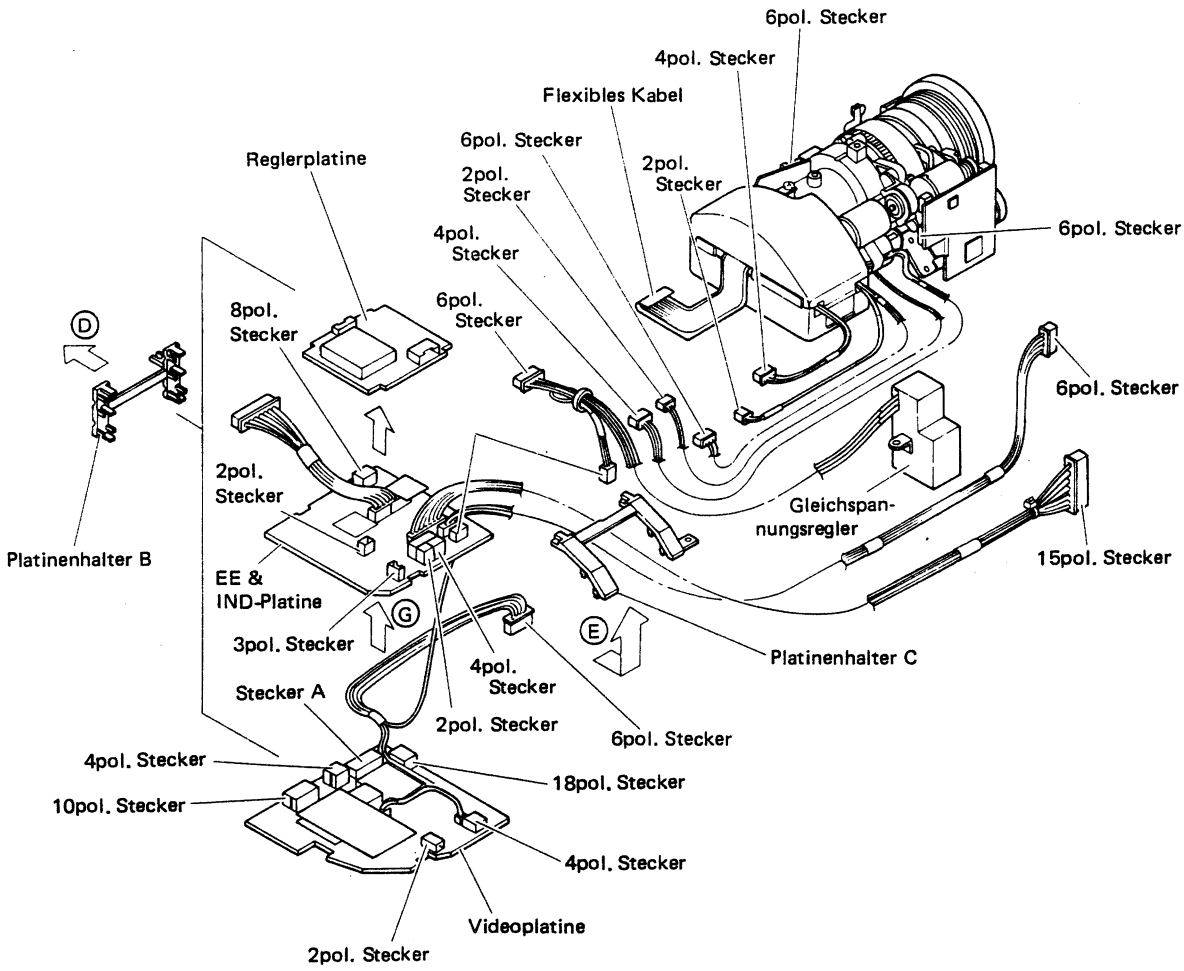

Abb. 1-2-3
1. Unter Bezugnahme auf Abb. 1-2-3 Stecker A abziehen. Platinenhalter B und C in Richtung Ⓓ und Ⓔ abziehen.